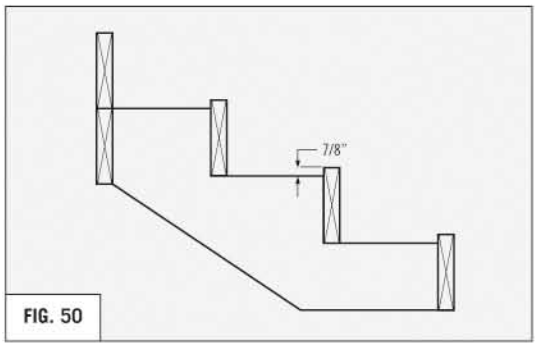

FIG. 50
- Install stringer directly to rim joist of deck and not to the fascia cladding. Attach support lumber (2" x 6" or 2" x 8") to stringers with #8 deck screws. Top edge of the support lumber must extend 7/8" above stringer to support the bullnose. **(REFER TO FIG. 50)**